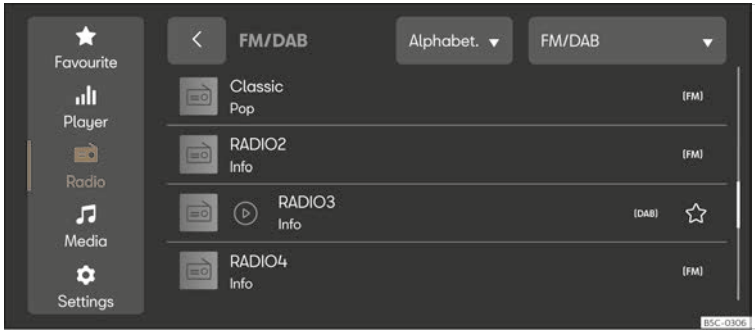

Fig. 179 Schematic representation: Radio view.
- Press **MENU** > ▷ > 📻 ››› Fig. 179.